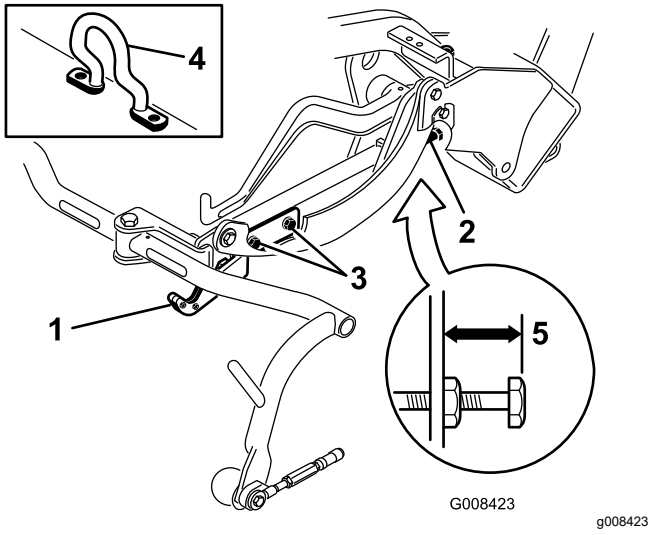
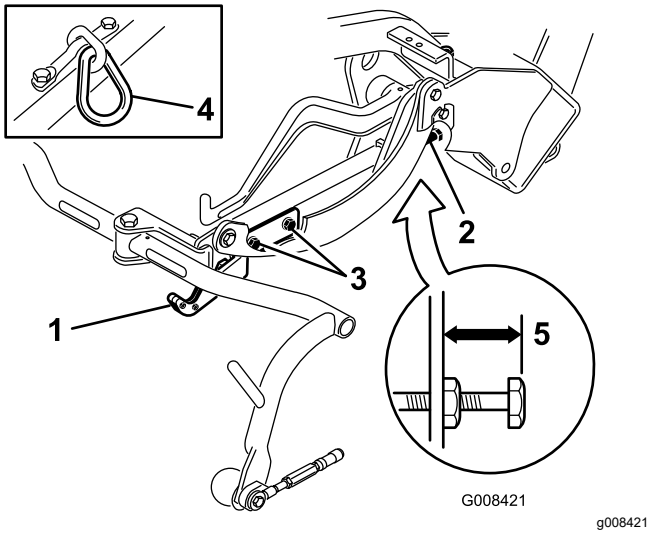
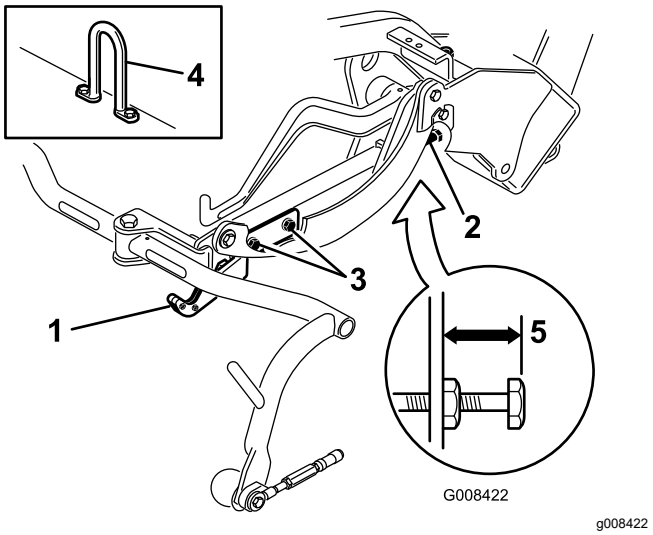

Figur 10
Figur 11
Figur 12
Kontroller transporthøjden (Figur 11 og Figur 12), og juster om nødvendigt.
2. På klippeenheder med en forskudt løftekrog (Figur 10, indsat) skal det kontrolleres, at afstanden fra toppen af bærerammens justeringsskrue til bagsiden af bærerammen er 25 mm. Fortsæt til trin 4, hvis afstanden ikke er 25 mm.
3. På klippeenheder med et kædeled eller en lige løftekrog (Figur 11 og Figur 12, indsat) skal det kontrolleres, at afstanden fra toppen af bærerammens justeringsskrue til bagsiden af bærerammen er 22 mm. Fortsæt til trin 4, hvis afstanden ikke er 22 mm. Hvis klippeenheden er udstyret med et forskudt løfteled (Figur 10), skal du gå videre til næste trin.
4. Løsn transportpladens monteringsskruer (Figur 11, Figur 12 og Figur 10).
7. Hvis bærerrammerne ikke har den samme højde, skal du løsne kontramøtrikken på bærerrammen, der justerer skruen (Figur 10, Figur 11 og Figur 12). Drej skruen udad for at hæve og indad for at sænke dem. Tilspænd kontramøtrikken, når du har opnået den rigtige højde.